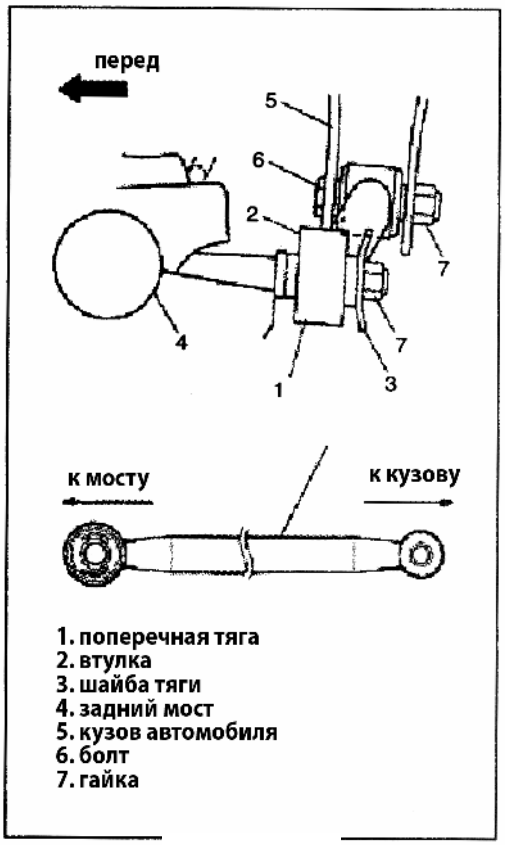

Рис. 552
2) Установите тягу на корпус автомобиля, направление установки болтов и гаек показано на рисунке (Рис.552).